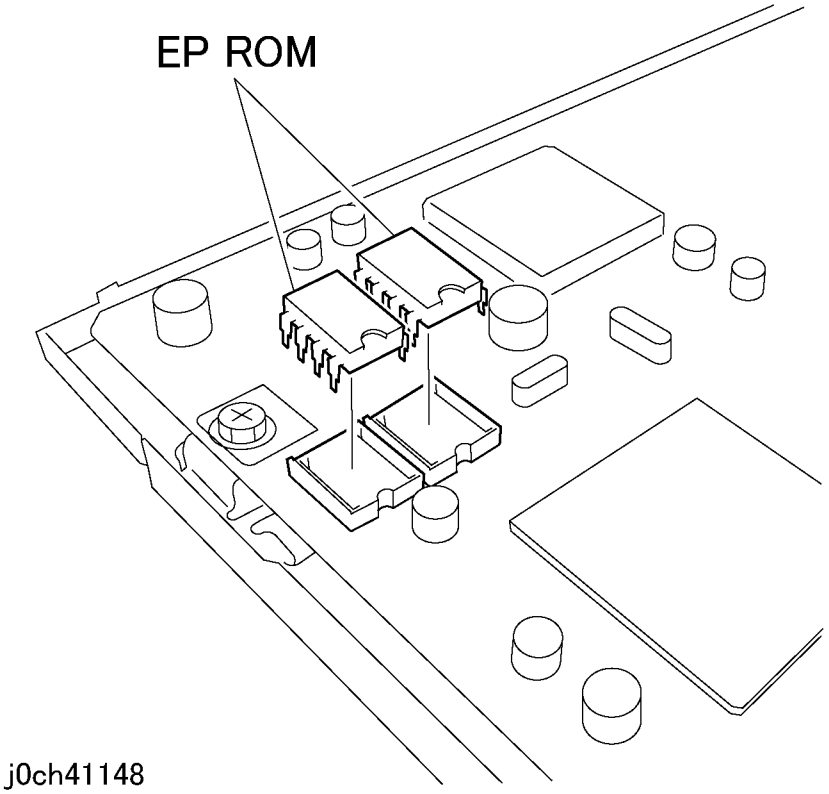

Рисунок 3 Установка EP ROM (j0ch41148)
2. Если будет установлена новая MFC PWB, снимите EP ROM (IC22, IC21) со старой MFC PWB и установите ее на новую MFC PWB (рисунок 3).